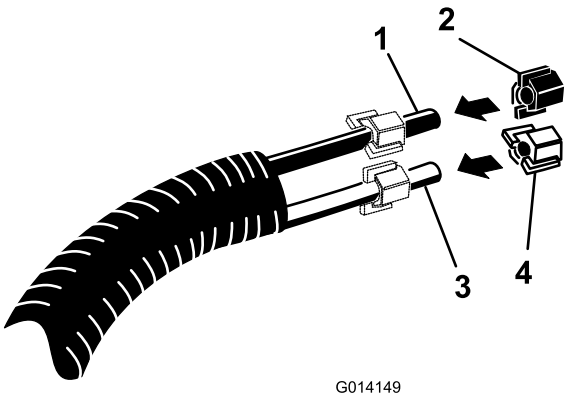

Figura 12
1. Instale una abrazadera de plástico en los tubos de espuma expuestos. Utilice una abrazadera azul para el tubo azul (fluido) y una abrazadera blanca para el tubo transparente (aire) (Figura 12).